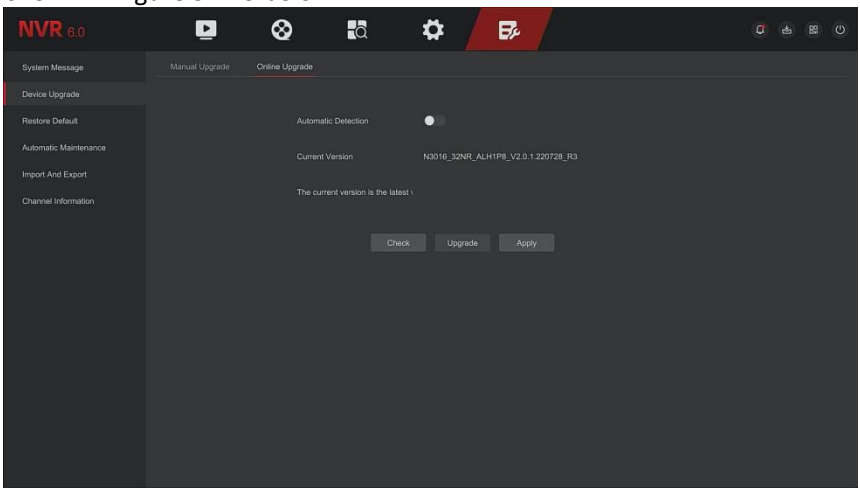

Figure 5-123
Step 1: In the main menu, choose "Maintain → Device Upgrade →Online Upgrade" to enter automatic online upgrade interface, as shown in Figure 5-123 below.